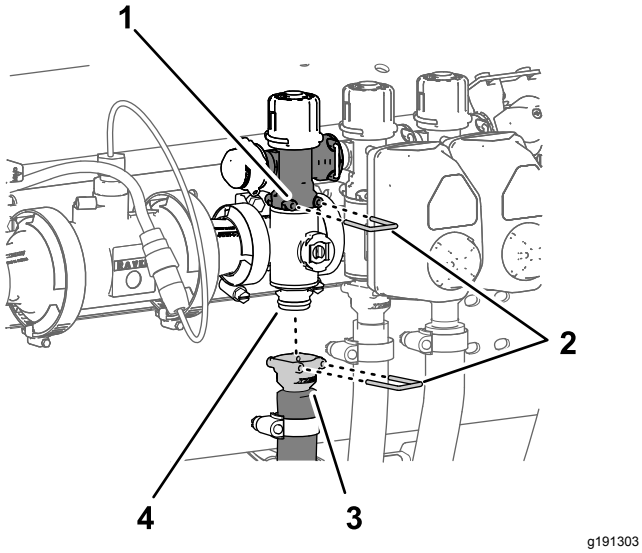

Figur 110
1. Ta bort snabbkopplingstappen som fäster sektionsöverströmningsventilens snabbkoppling vid sektionsventilens grenrör (Figur 110).
2. Ta bort snabbkopplingstappen som fäster snabbkopplingen för sektionstillförselslangen vid snabbanslutningsfästet på sektionsventilens grenrör (Figur 110).